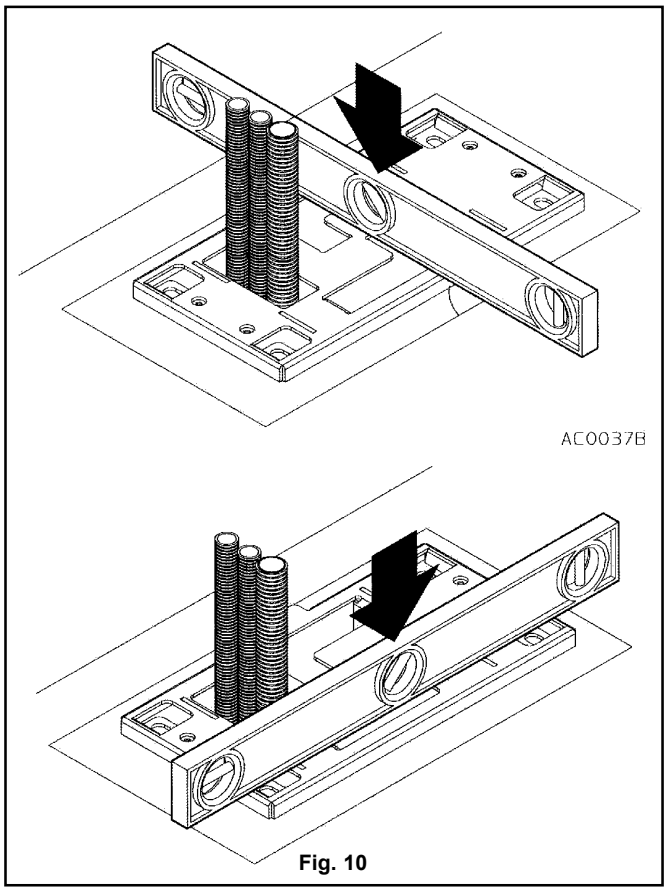

Fig. 10
h) Mettere in piano la piastra di ancoraggio verificando con una bolla posata nelle due direzioni (fig. 10).
e1) Verificare con una bolla posata nelle due direzioni (fig. 10) la messa in piano della piastra di ancoraggio eventualmente spessorando sotto gli spigoli.